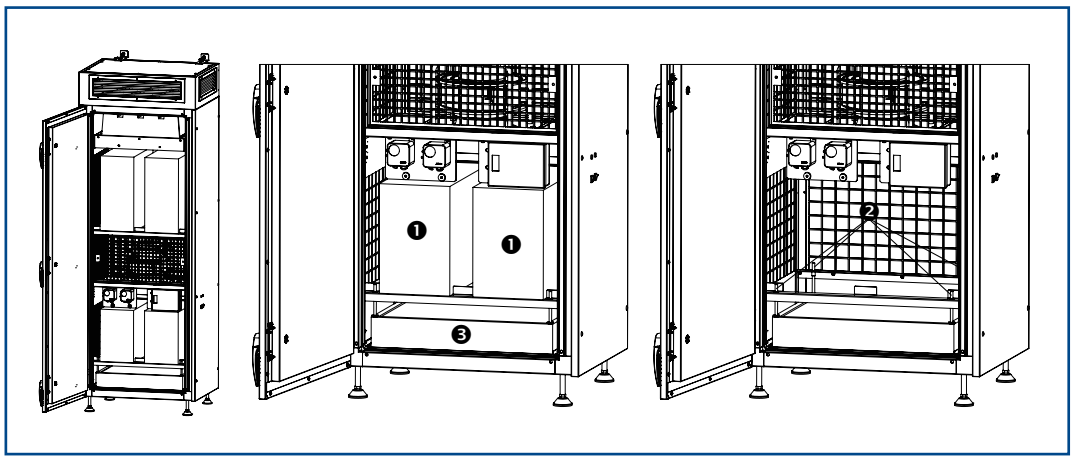

Abb.4
- 2 Stück Schalldämpfer (Pos. 1) vorsichtig nach vorne herausziehen siehe Abb. 4